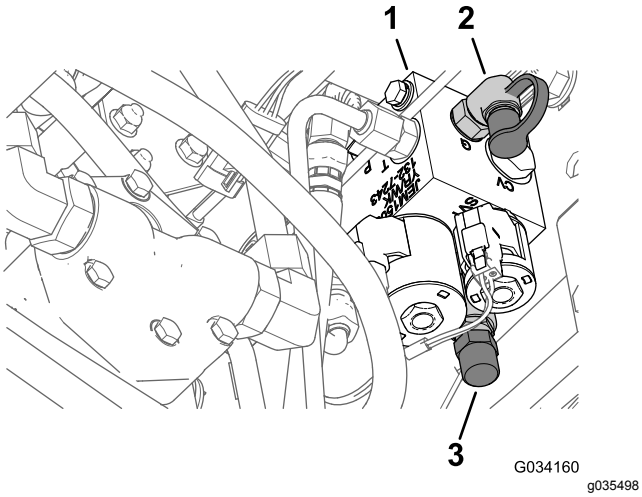

Figur 14
3. Slut en trykmåler til testporten bag løftemanifolden (Figur 14).
4. Fjern dækslet fra vægtoverførselspolen fra forsiden af løftemanifolden (Figur 14).
5. Løsn kontramøtrikken nederst på vægtoverførselspolen (Figur 14).